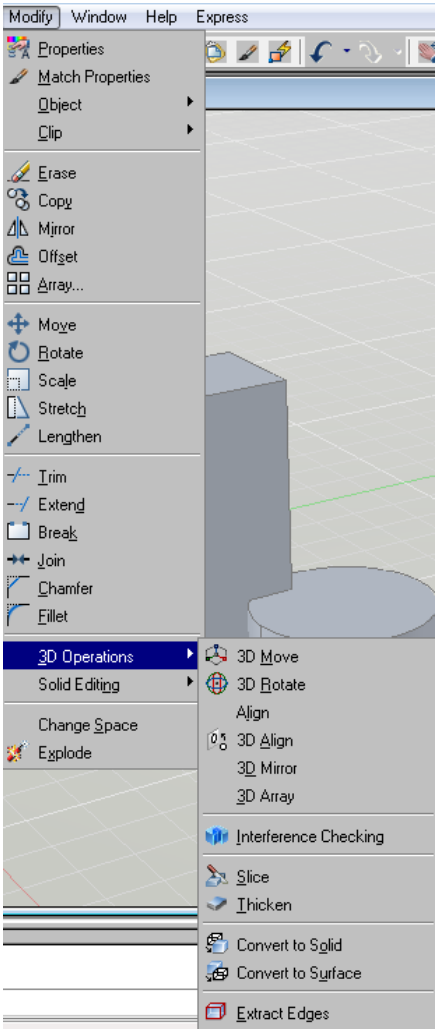

fig. 2
- 3D Operations (fig. 2) cu cele mai folosite comenzi 3D - Move, Rotate, Mirror, Array si